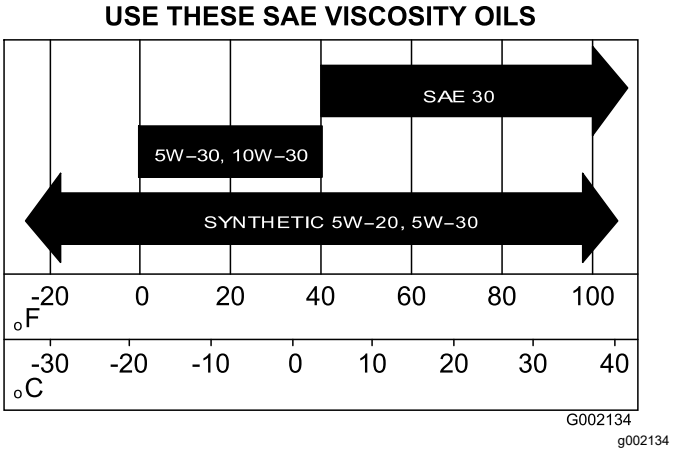

Figura 34
5. Encha o cárter com o óleo especificado (Figura 34).